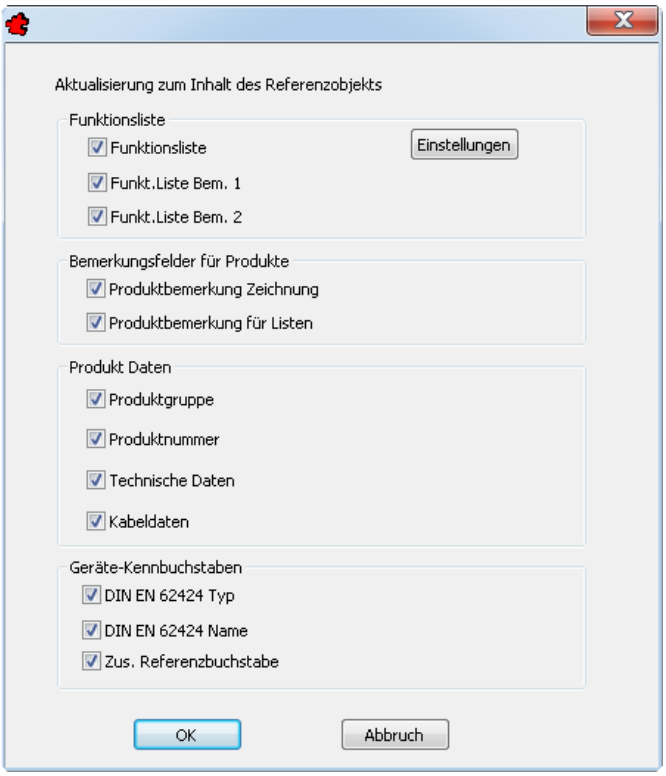

Bild 32.57 – Die Dialogbox für die Referenzaktualisierung
- Über die Schaltfläche *Einstellungen* gelangen Sie in die Dialogbox für die Referenzaktualisierung. Wählen Sie diejenigen Optionen ab, in deren Datenart Sie manuell Einstellungen vorgenommen haben, sonst werden sie überschrieben. Andernfalls können Sie hier einfach bestätigen (Abb. 32.57).
Hierauf erscheint die Dialogbox mit den Optionen der Referenzaktualisierung. Diese kennen Sie bereits aus der Projektverwaltung und auch aus der Blockverwaltung (vgl. Abb. 32.57).
- Auch hier erscheint die Dialogbox nach Bild 32.57, und es gelten die gleichen Vorsichtsregeln.